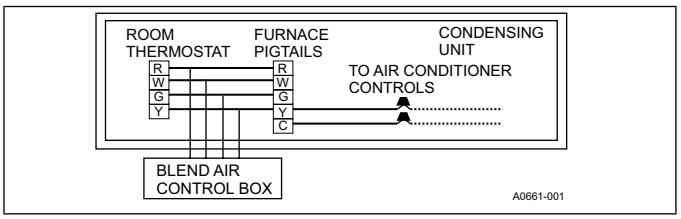
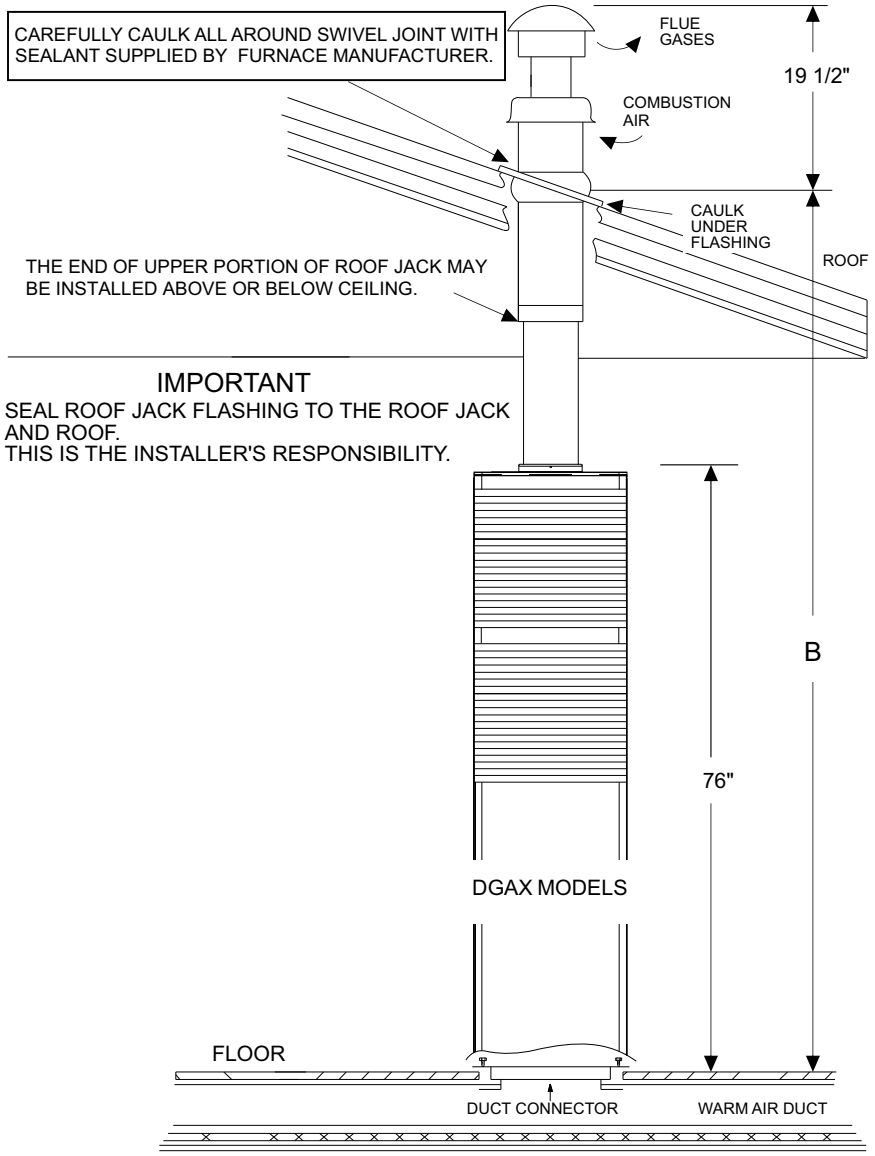
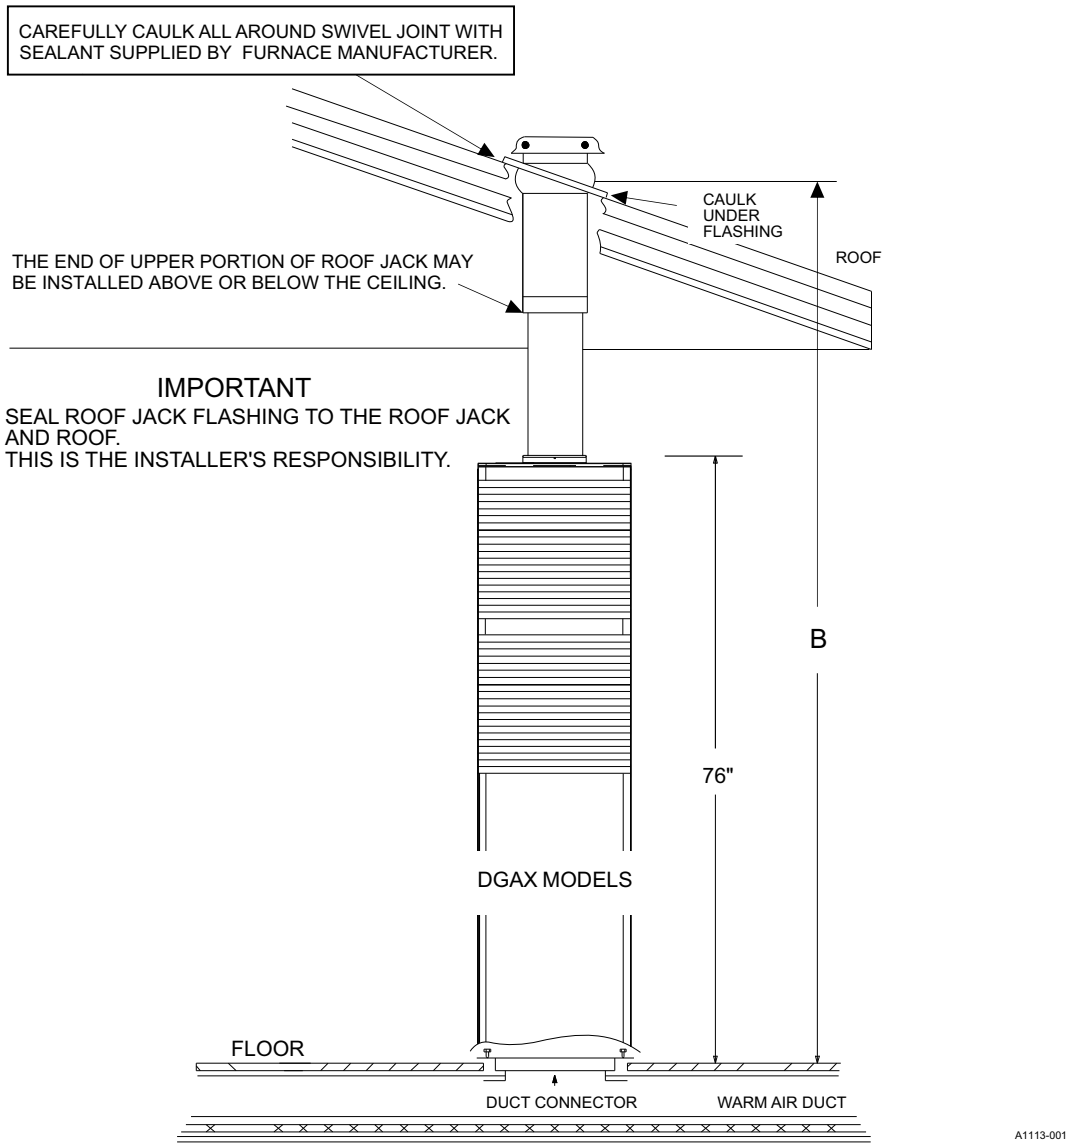

**Figure 21:** Wiring for blend air accessory
**Figure 22:** Standard roof jack
**Figure 23:** Roof jack with removable crowns
3. Connect thermostat wires to the furnace when installing blend air accessory as shown in **Figure 21**.
*Only use the appropriate roof jack. See **Figure 21** and **Figure 22** for correct application.*
*Do not exceed the maximum height as determined from **Figure 21** and **Figure 22**. Installer should allow an additional 1 1/2 in. travel before the flue pipe assembly is fully extended against the built-in stop. This provides an additional safeguard against the flue assembly being pulled from the roof jack during transportation or other stress conditions.*
To facilitate the correct installation of the roof jack, the roof jack opening in the ceiling and the roof must be on the same vertical center line as the furnace flue collar. See **Figure 22** or **Figure 23** for dimensional requirements.